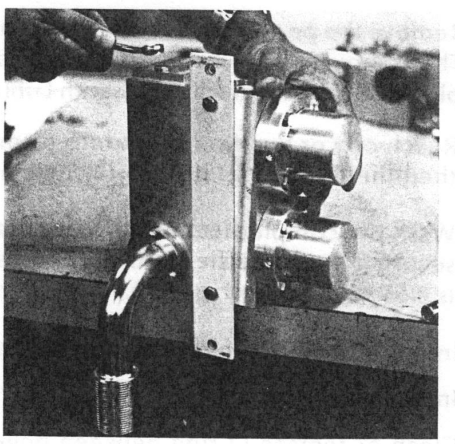
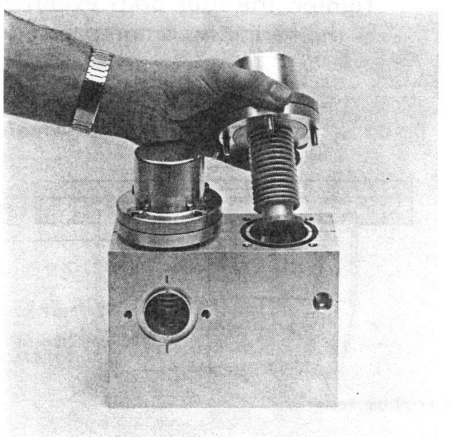

Figure 6-18. Removing Cover Plate from Inverted Valve Block
Figure 6-19. Removing Actuators from Valve Block
1. Remove screws holding vent valve (4) and calibrating leak (17), then remove the gross leak valve (33), vent valve (with its O-ring retainer), calibrating leak and thermocouple gauge (11) from the valve block by pulling straight out. Set them aside.
2. With the valve block inverted, remove the cover plate (28) from the bottom (Figure 6-18). Clean it, wipe the O-ring and set them aside.
3. Remove test port manifold (24).
5. Lift out the actuator (Figure 6-19). Wash the bellows and sealing disc with methanol and dry thoroughly. If the bellows is to be replaced, see paragraph 6-7.5.